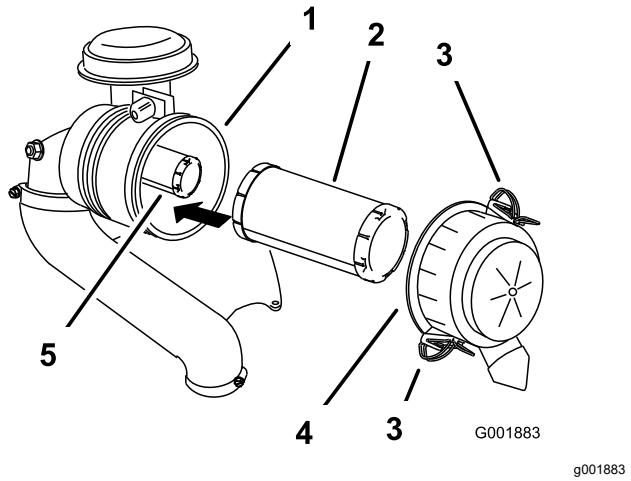

Figura 36
3. Abra los cierres del limpiador de aire y tire de la tapa de la entrada de aire para separarla del cuerpo del limpiador de aire (Figura 36).
5. Extraiga con cuidado el filtro primario de la carcasa del limpiador de aire (Figura 36).
2. Si va a cambiar el filtro interno, deslícelo cuidadosamente en el cuerpo del filtro (Figura 36).
3. Deslice cuidadosamente el filtro primario por encima del filtro de seguridad (Figura 36).
4. Instale la tapa del limpiador de aire y fije los cierres (Figura 36).